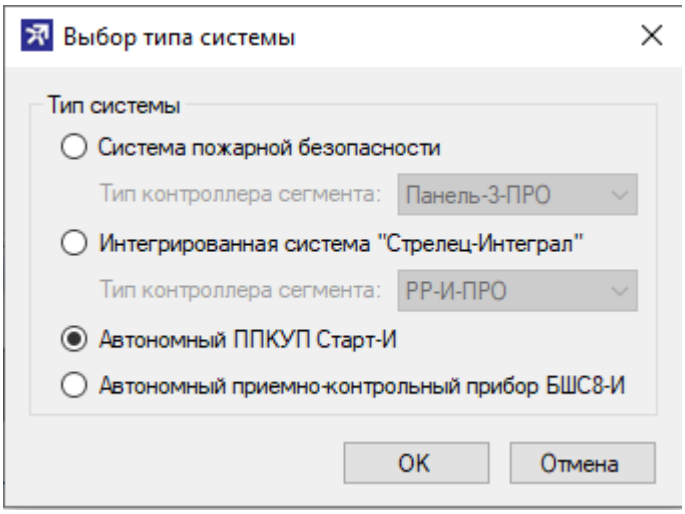

Рис. 37
1. В ПО "Стрелец-Мастер" выбрать "Файл" → "Новая система". В открывшемся окне выбрать "Автономный ППКУП Старт-И" (рис. 37).